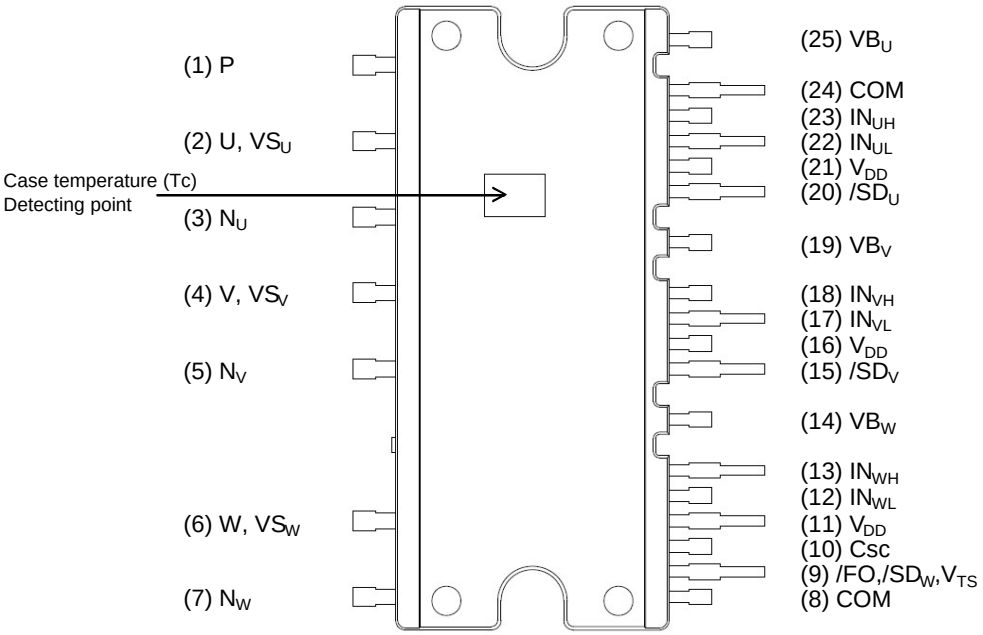

Figure 1. Pin Configuration − Top View
2. For the measurement point of case temperature (T_C), please refer to Figure 1.